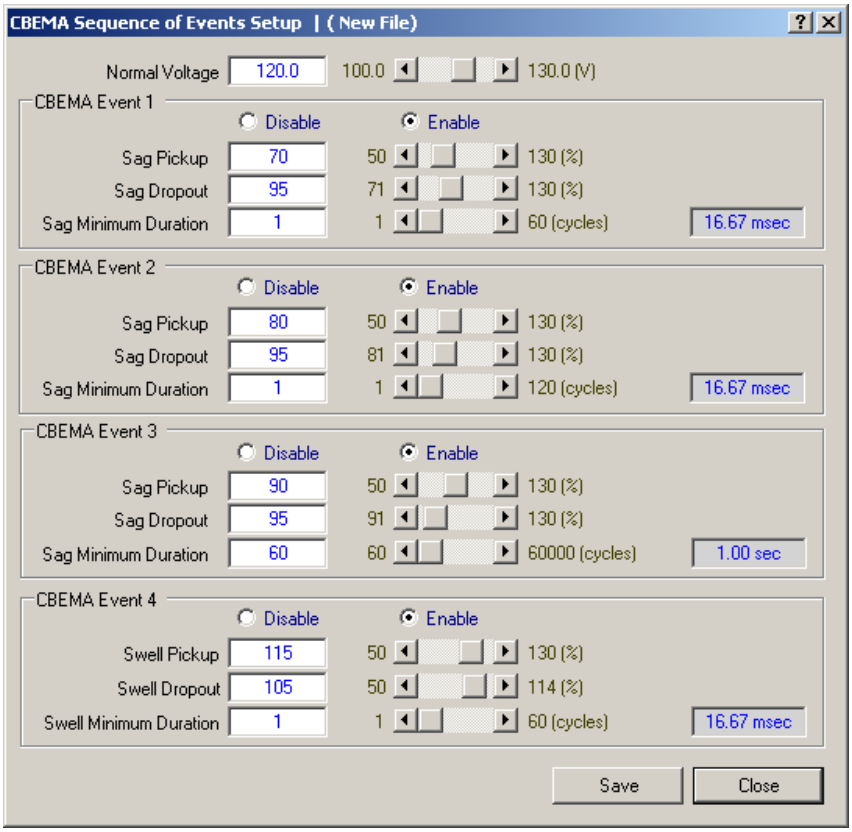

Figure 5-31 CBEMA Setup Dialog Screen
1. Select **Setup/CBEMA Events/Setup** from the TapTalk® toolbar, TapTalk will display the CBEMA Sequence of Events Setup dialog screen (Figure 5-31).